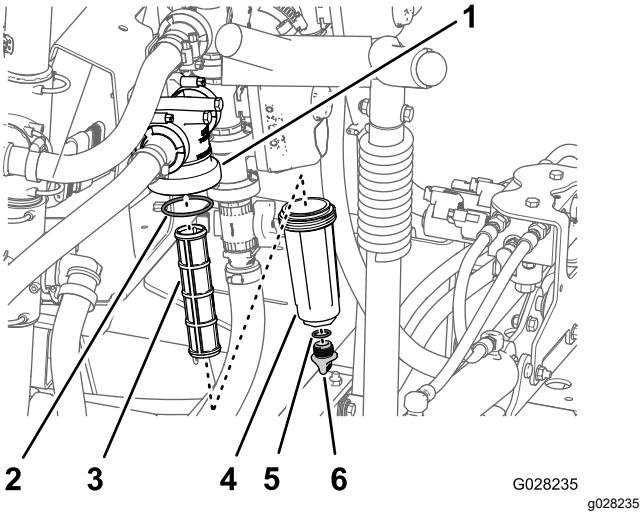

Figur 114
2. Placera ett kärl under tryckfiltret (Figur 114).
3. Vrid avtappningspluggen motsols och ta bort den från tryckfiltrets skål (Figur 114).
4. Vrid skålen moturs och avlägsna den från filterhuvudet (Figur 114).
5. Ta bort det gamla tryckfiltret (Figur 114).
6. Kontrollera att avtappningspluggens o-ring (sitter på insidan av skålen) och skålens o-ring (sitter på filterhuvudets insida) inte är slitna eller skadade (Figur 114).
7. Montera det nya tryckfiltret i filterhuvudet (Figur 114).
8. Montera skålen på filterhuvudet och dra åt för hand (Figur 114).
9. Montera pluggen i skålen och dra åt den för hand (Figur 114).